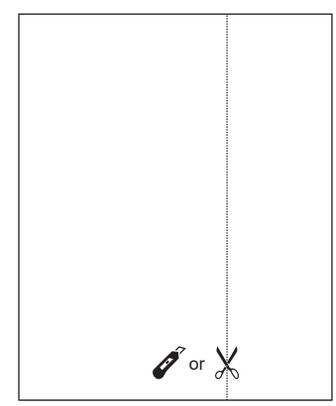

Fig.12
Paso 2. Marque una línea en el panel de aislamiento R1 proporcionado de acuerdo con una longitud de 1/8" (3mm) menos que el ancho medido en el paso 1, luego corte el panel de aislamiento R1 a lo largo de la línea (Fig.12).